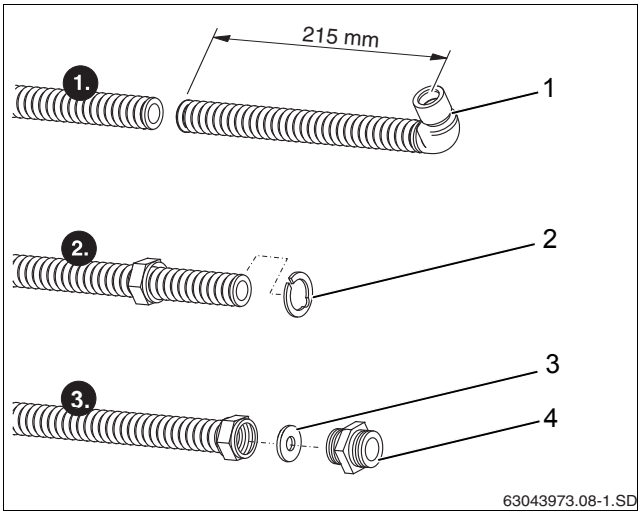

Рис. 39 Укорачивание соединительной трубы (изображена без изоляции)
- Труборезом отрежьте часть соединительной трубы длиной 215 мм от середины уголка (рис. 39, [1]).
- Уложите сзади первой волны зажимную шайбу (рис. 39, [2]) и сожмите. Она должна равномерно прилегать к буртику накидной гайки.
- Уложите шайбу (рис. 39, [3]) в накидную гайку на срез трубы.
- Заверните двойной ниппель (рис. 39, [4]) в накидную гайку, чтобы получилась плоская уплотняющая поверхность на соединительной трубе.